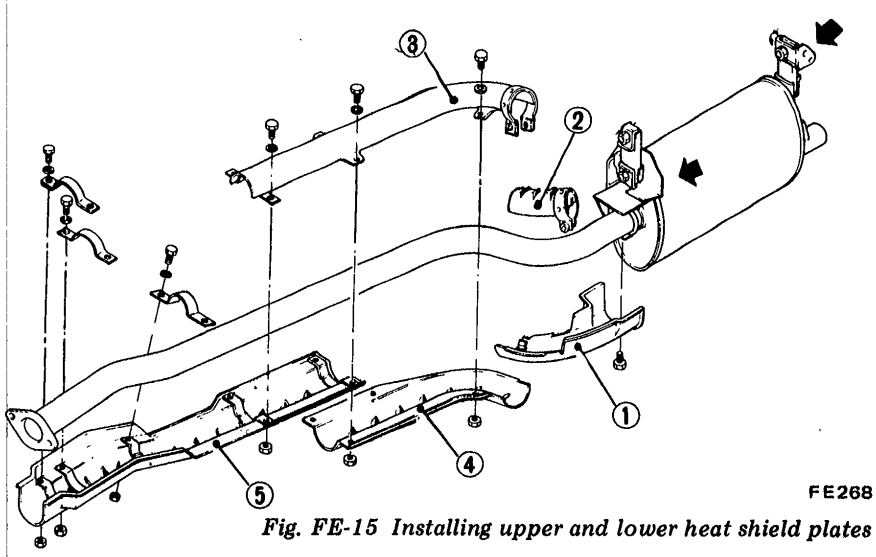

Fig. FE-15 Installing upper and lower heat shield plates
- Put rear of lower heat shield plate ④ upon front of lower heat shield plate ①.
Put rear of upper heat shield plate ③ upon front of upper heat shield plate ②, and tighten with upper heat shield plate ③ clamp. Refer to Figure FE-15.